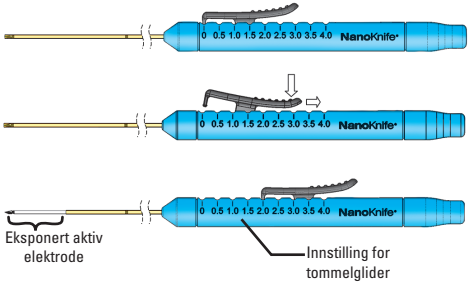

Figur 6: Justering av elektrodeeksponering
13. Bekreft lengden på den eksponerte elektroden som indikeres av tommelglideren på håndtaket (se figur 6).